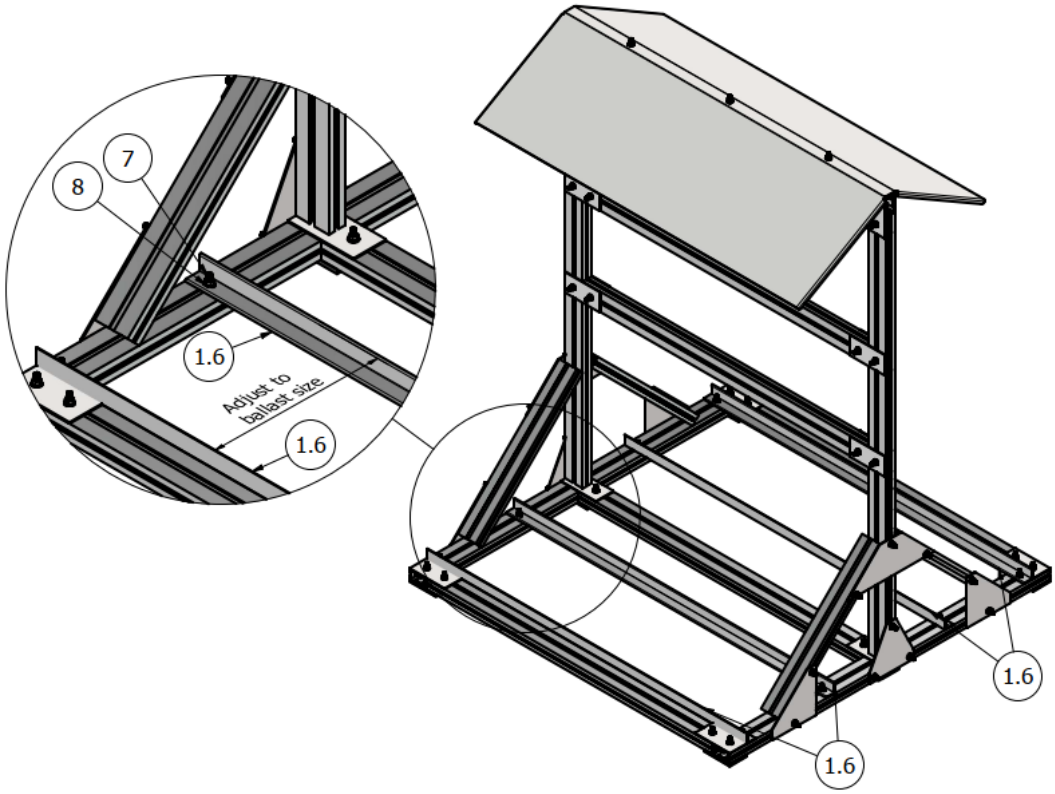

RYS. 12 Montaż kątowników pod balast
13. Na kątowniki równomiernie ułożyć odpowiednio dobrany balast (zalecany betonit drogowy) o masie min. 100 kg na każdą stronę konstrukcji (łącznie min. 200 kg), jak pokazano na rys. 12. **Podane wartości są wartościami minimalnymi ostateczną masę i rozłożenie balastu należy skonsultować z konstruktorem**, który — oceniając liczbę i masę zamontowanych falowników, rodzaj dachu oraz lokalne warunki wietrzne i śniegowe — określi wymagane dociążenie konstrukcji.